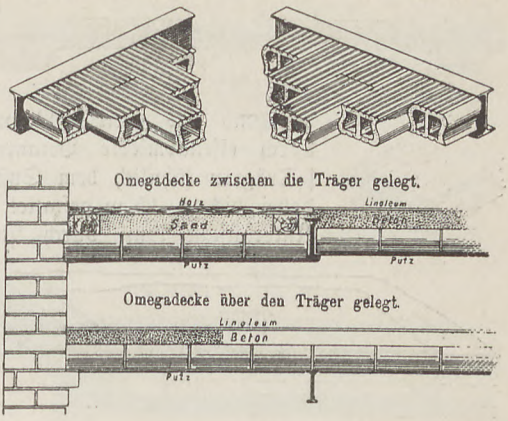

Fig. 119.
22. Omega-Decke, eine Horizontaldecke der Firma Louis Heyer in Hannover. Die Hohlsteine haben die Form eines griechischen Omega, Fig. 119. Sie sind oben und innen mit Längsrinnen versehen und schließen seitlich dicht zusammen. Steinformat 24 cm Länge, 10 cm Höhe, 14 cm Breite. Der qm Decke erfordert 28 Stück Steine, Einzelgewicht eines Steines = 3 kg. Die Steine werden zwischen I-Trägern am Steg des Trägers angelegt; zum besseren Anschluß am Flansch sind sie unten um die Flanschhöhe ausgefalzt. Deckengewicht pro qm = 84 kg, Tragfähigkeit = über 2000 kg pro qm.